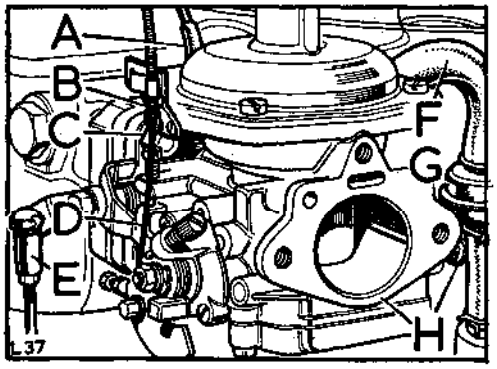
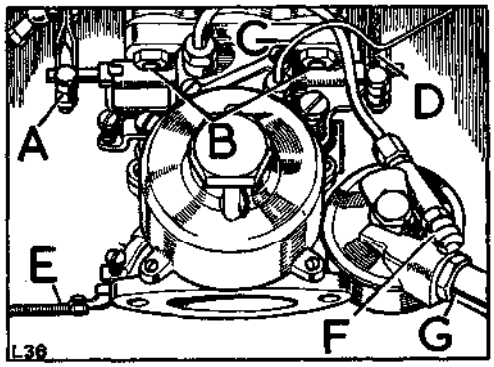

**Fig. A3-23. View of Zenith carburetter**
**Fig. A3-24. View of SU carburetter**
3. Where a Zenith carburetter is fitted, disconnect the items indicated on Fig. A3-23.
4. Where an SU carburetter is fitted, disconnect the items indicated on Fig. A3-24.
2. Refit the carburetter, referring to Fig. A3-23 or Fig. A3-24 as appropriate.